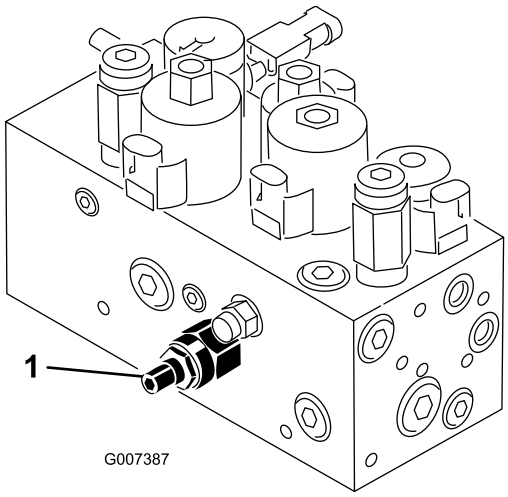

Figur 55
Klippeenhedsløftets/-sænkningens kredsløb er udstyret med en strømreguleringsventil (Figur 55). Denne ventil er fabriksindstillet til ca. tre omdrejninger åben, men det kan være nødvendigt at justere den af hensyn til forskellige hydraulikolietemperaturer, klippehastighed m.m. Hvis det er nødvendigt at foretage justering, gøres det som følger:
1. Hæv sædet, og find strømreguleringsventilen til den midterste trækramme (Figur 55), som er placeret på siden af hydraulikmanifolden.